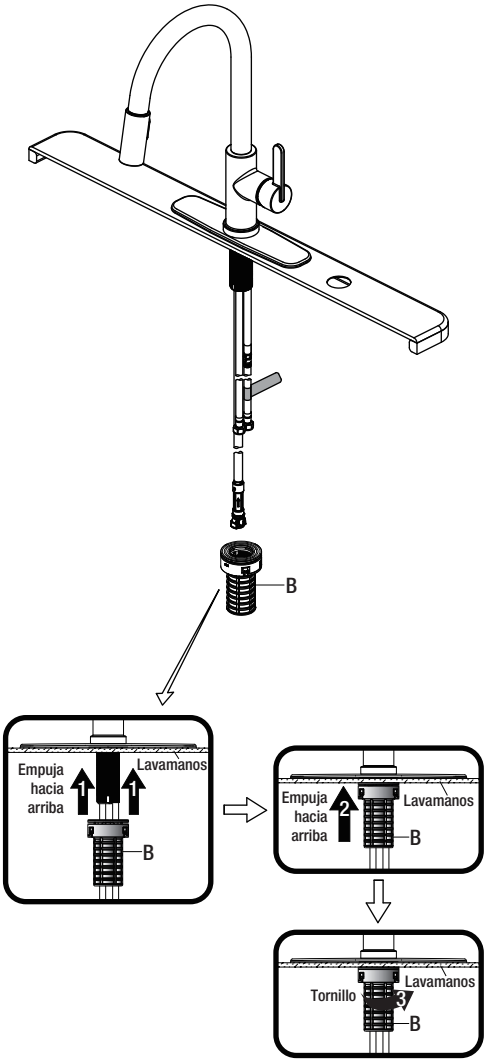

Fig 1
- Desde abajo del lavamanos, asegura el conjunto del grifo a aquel con la sistema FastMount™ (B). Empuja la sistema FastMount™ (B) hacia arriba sobre las roscas hasta que toque la parte inferior del lavamanos. Enseguida gírala con la mano (hacia la derecha) para ajustar (Fig. 1).